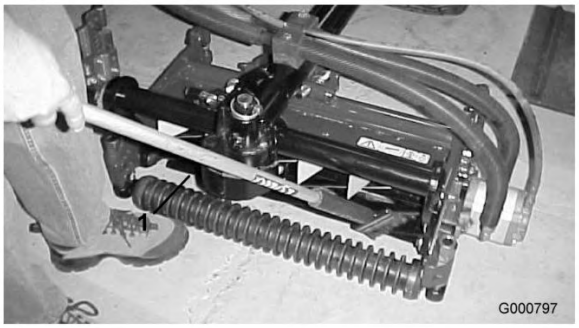

Bild 71
8. Tragen Sie mit einer Bürste mit langem Stiel Schleifpaste (Toro Bestellnummer 29-9100) auf die Spindel auf. Verwenden Sie nie Bürsten mit kurzem Stiel (Bild 71).